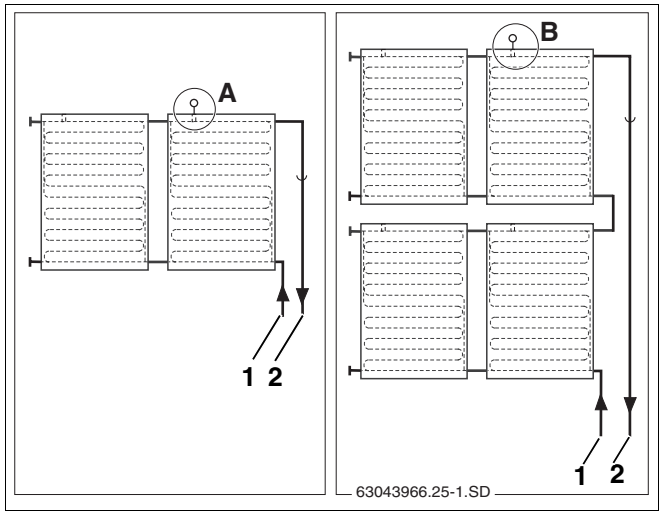

Abb. 31 Einbauort Kollektorfühler (schematische Darstellung)
Beachten Sie den Einbauort bei ein- bzw. zweireihigen Kollektorsystemen (Abb. 31).
Der Kollektorfühler muss im Kollektor mit der angeschlossenen Vorlaufleitung (Abb. 31, **Pos. 2**) montiert werden.
– Einbauort (Abb. 31, **Pos. A**) bei einreihigen Kollektorsystemen.
– Einbauort (Abb. 31, **Pos. B**) bei zweireihigen Kollektorsystemen.